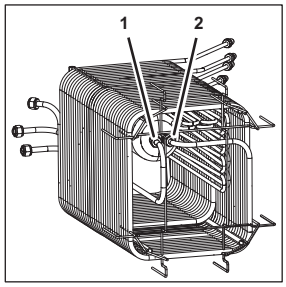

Fig. 65
20. Disconnect the soda cooling line from the coupling (Fig. 65/1).
21. Disconnect the soda water line from the coupling (Fig. 65/2).
26. Attach the soda water line to the coupling (Fig. 65/2).
27. Attach the soda cooling line to the coupling (Fig. 65/1).